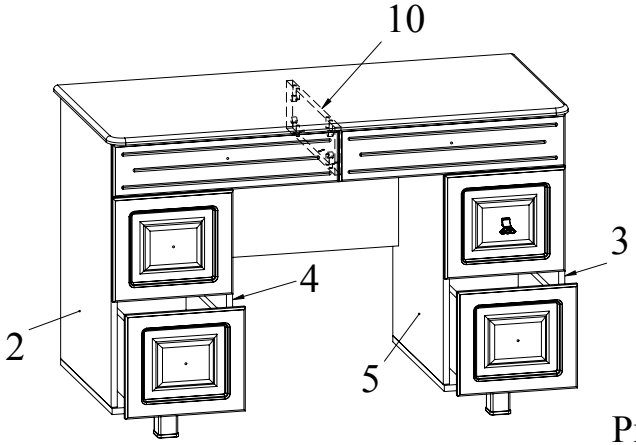

Рис.10
25. Ящики установить на направляющие боковин 2, 3, 4, 5 и перегородки 10 (Рис. 10).